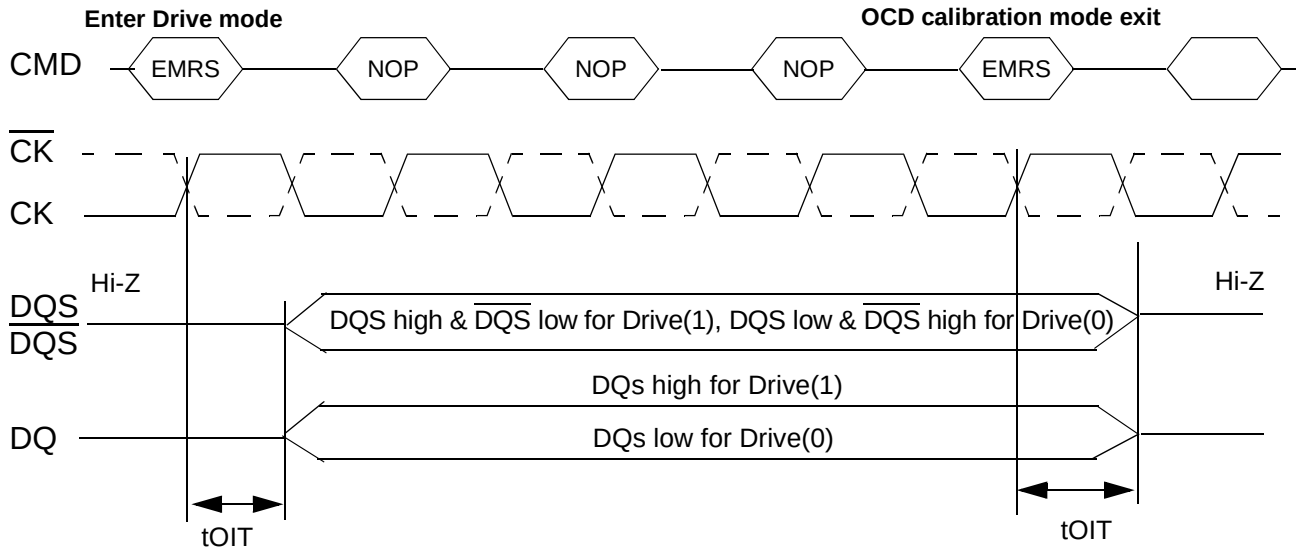

Figure 14 — OCD Drive Mode
Drive mode, both Drive(1) and Drive(0), is used for controllers to measure DDR2 SDRAM Driver impedance. In this mode, all outputs are driven out tOIT after "enter drive mode" command and all output drivers are turned-off tOIT after "OCD calibration mode exit" command as shown in Figure 14.